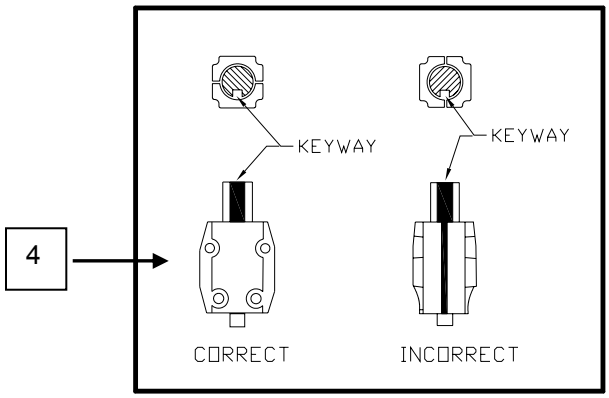

Figure 10. Aligning Keyway.
7. Remove the bolts securing the coupling halves and remove the coupling **(Figure 10, Item 4)**.
10. Install the coupling halves **(Figure 10, Item 4)** and secure in place with bolts. Align motor shaft keyway **(Figure 10, Item 4)**.